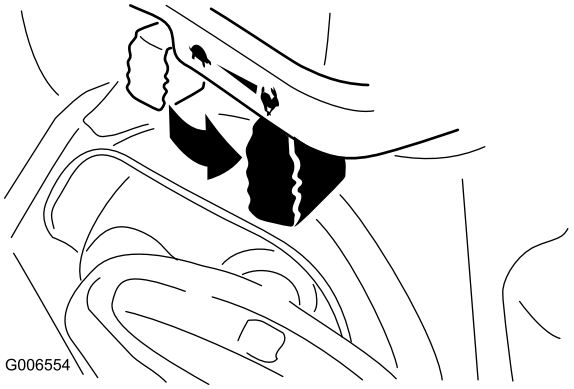

**Figure 29**
6. Move the throttle to the Fast position (Figure 29).